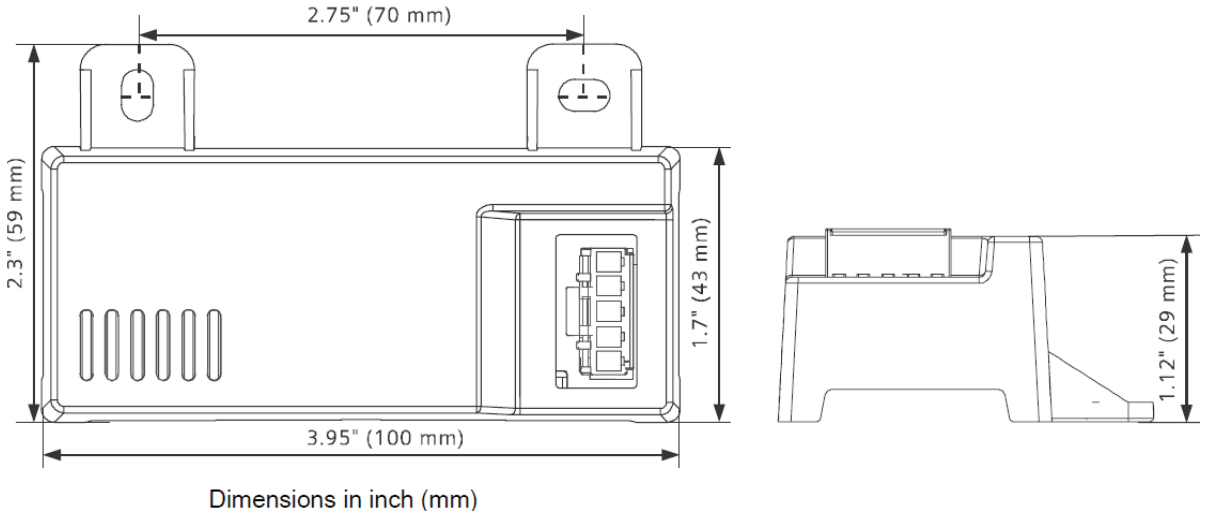
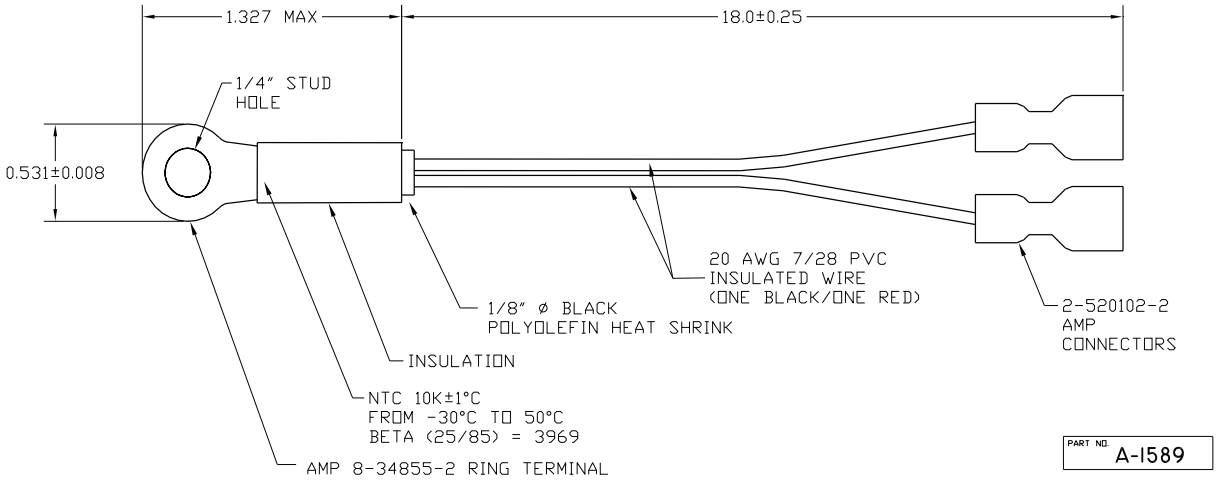
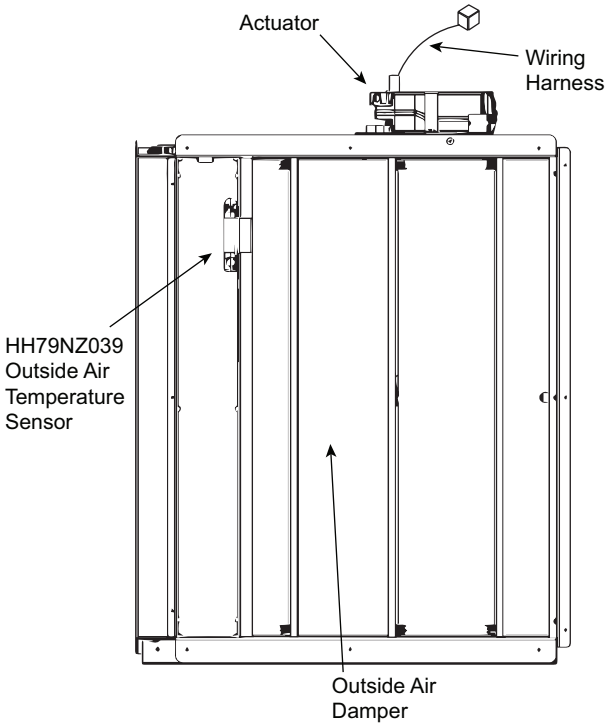

**Fig. 65 — HH57LW001 Dimensional, Connection and Switching Information**
**Fig. 66 — HH79NZ039 Dry Bulb and Mixed Air Sensor Wiring**
**Fig. 67 — EconomizerONE Component Locations (CRECOMZR108A00 Shown)**
When using the HH57LW001 enthalpy sensor (see Fig. 65) for outside air changeover, the existing HH79NZ039 dry bulb sensor (see Fig. 66) must be removed. The enthalpy sensor will be mounted in the same location as the dry bulb sensor (see Fig. 67). When the enthalpy sensor's OA (Outside Air) temperature, enthalpy, and dew point are below their respective setpoints, the outside air can be used for free cooling. When any of these are above the setpoint, free cooling will not be available. Enthalpy setpoints are configurable and create an enthalpy boundary according to the user's input. For additional details, see Fig. 68-69 and Table 32.
The optional enthalpy control sensor (P/N: HH57LW001) communicates with the POL224 economizer controller using the 5-wire harness, 48TC005213. The HH57LW001 sensor can be used as a single outside air enthalpy, a differential return enthalpy, or a differential return temperature sensor. Refer to the base unit control wiring diagrams found earlier in this book to wire the HH57LW001 enthalpy sensor for each option. Use Fig. 65 and Table 34 on page 51 to locate the wiring terminals for each enthalpy control sensor.
Economizers are shipped standard with an HH79NZ039 outside air dry bulb sensor (see Fig. 66). System default setting (high temp limit) is 63°F (17°C) and has a range of 48°F to 80°F (9°C to 27°C). Sensor is factory installed on economizer.
If installing the optional HH57LW001 enthalpy sensor, the HH79NZ039 dry bulb outside air sensor must first be removed. Wire sensor to harness 48TC005213 and the (5) wires from the harness to the EconomizerONE harness in the return air chamber. Harness 48TC005213 has a 5-pin plug that connects directly to the HH57LW001 enthalpy sensor. Refer to the base unit control wiring diagrams earlier in this book for wiring connections. Refer to Fig. 65 and Table 34.